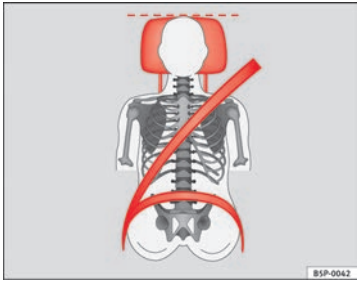

Fig. 13 Cintura di sicurezza e poggiatesta (visti da davanti) posizionati correttamente
- **Il tratto superiore del nastro deve passare al centro della spalla, non sul collo! La cintura di sicurezza deve aderire bene alla parte superiore del corpo ⇒ fig. 13.**